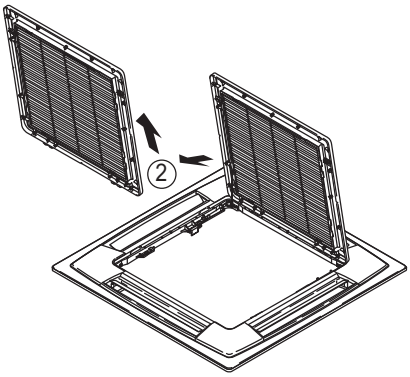

Fig. 1-20
3) With the air-intake grille opened, remove the grille hinge from the ceiling panel by sliding it in the direction shown by the arrow ② . (Fig. 1-20) (Reattach the air-intake grille after installation of the ceiling panel.)